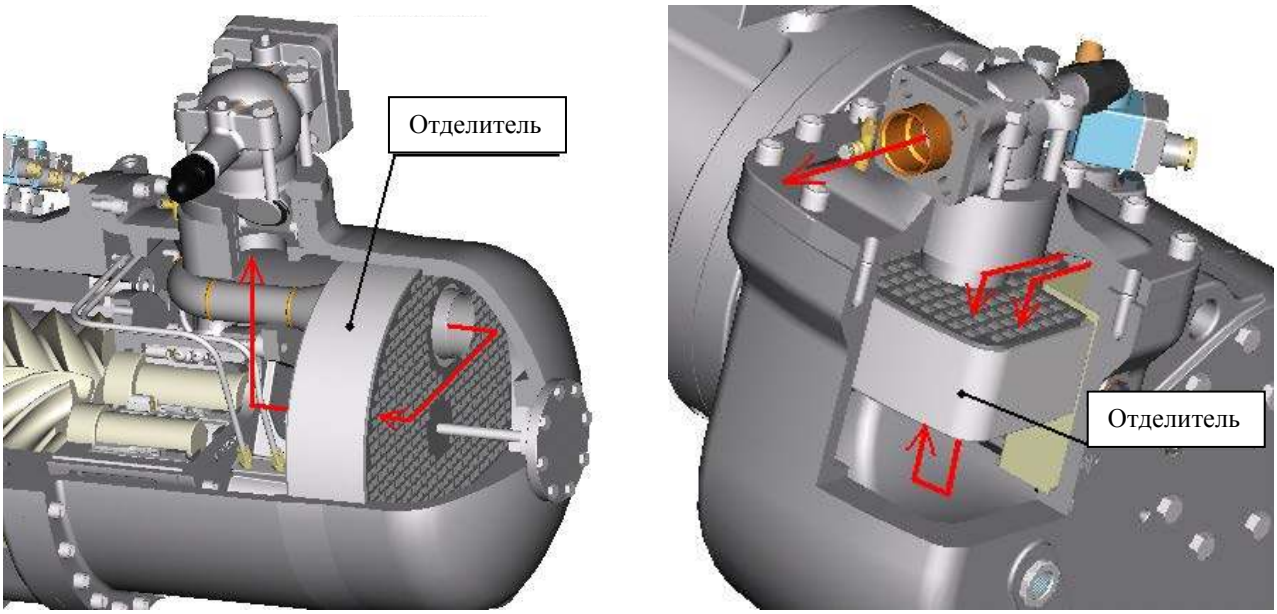

Рисунок 2-B: процесс отделения смеси масла и хладагента через сепаратор ‘Отделитель’ в компрессорах серии 134-S и 134-XS;
- фактическая фильтрация нагнетаемого газа “Отделитель” (часть (7) на рисунках 2-A; вариации в направлении и скорости сжатой масляно-газовой смеси).
- На Рис. 2-Б показаны два сечения разных компрессора и процесс разделения через маслоотделитель. Различные установки сепаратора масла также показаны: боковые для серии 134-XS и фронтальной для серии 134-S.